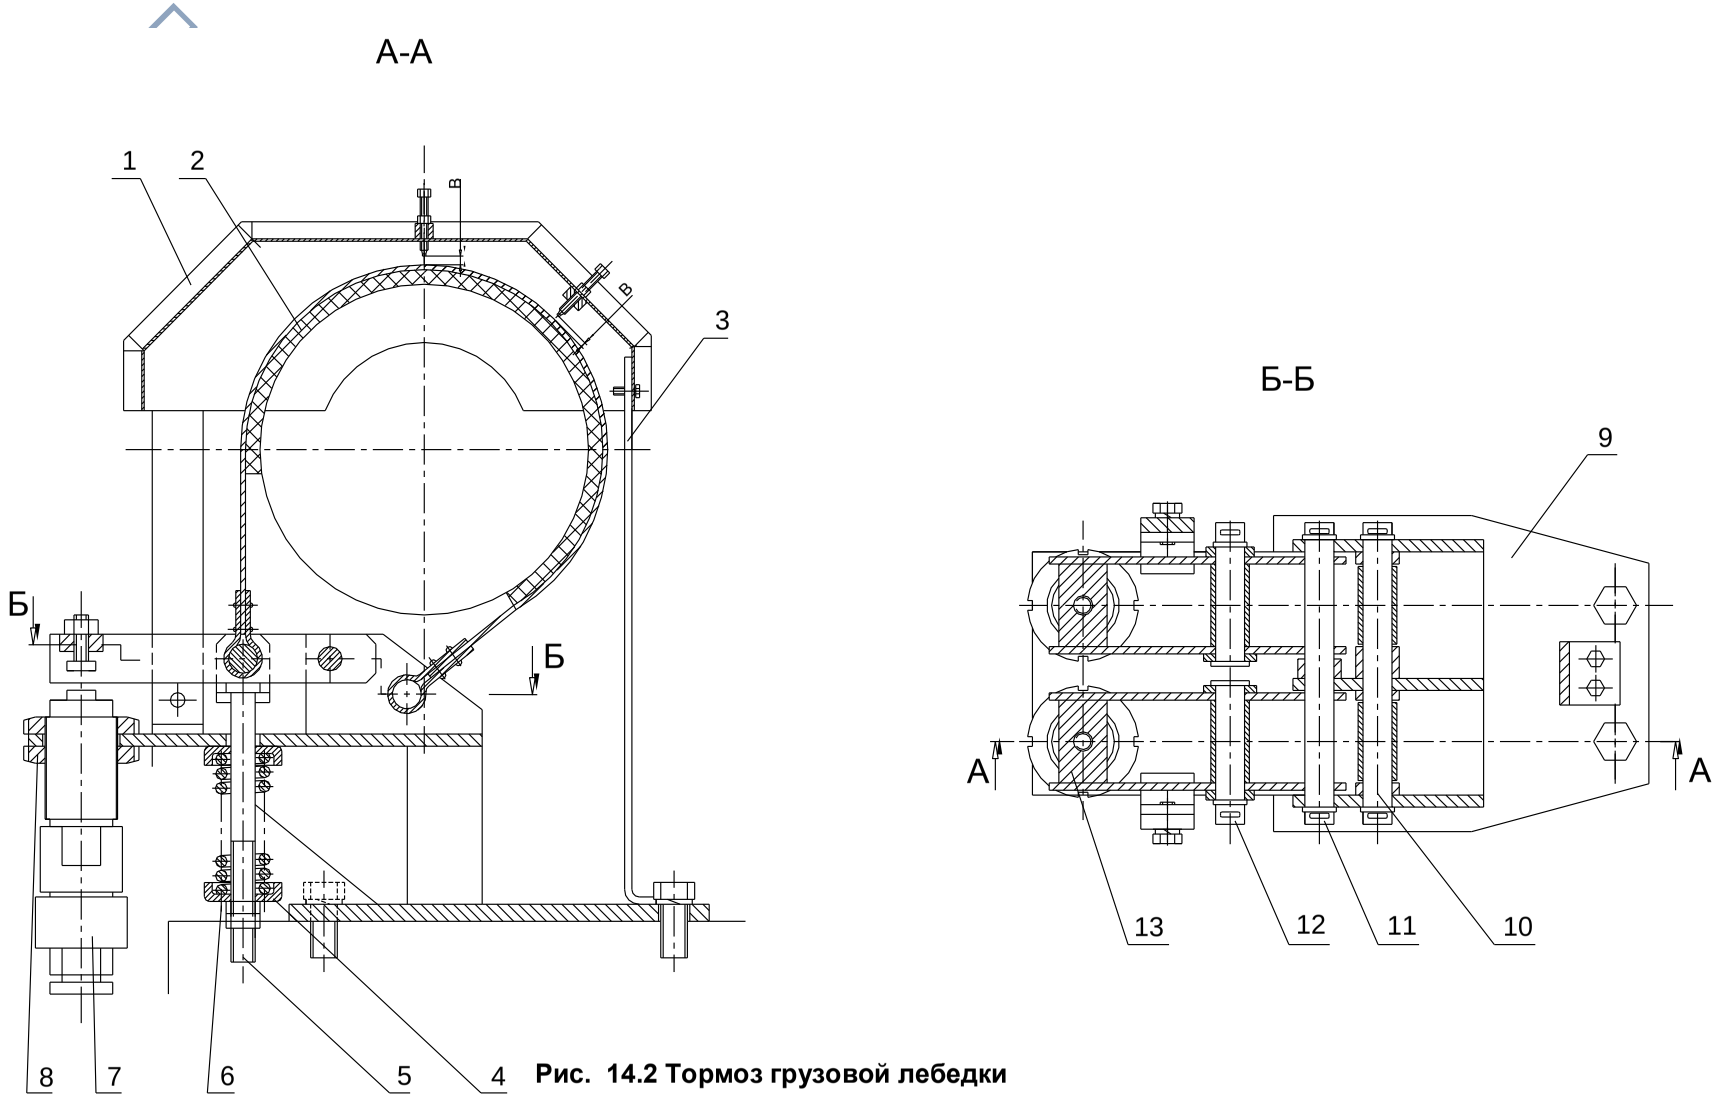

Рис. 14.2 Тормоз грузовой лебедки
1.Отсоединить и снять кожух 1(рис.14.2) с кронштейна 9 и стойки 3.
2.Порядок регулировки тормоза лебёдки описан в п.7.8 руководства по эксплуатации. Замену ленты тормозной 2 (рис.14.2) производить согласно пунктам 1.3 и 1.6 данного приложения.
3.Замену размыкателя 7 тормоза грузовой лебёдки (рис.14.2) производить согласно пунктам 1.3 и 1.6. Замену уплотнительных колец размыкателя проводить согласно пунктам 1.4 и 1.5.